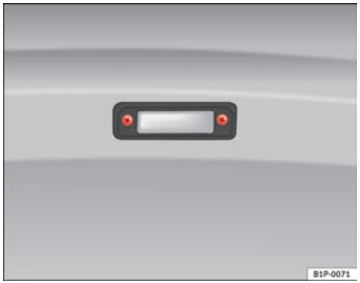

Abb. 210 Kennzeichenbeleuchtung
– Drehen Sie zum Abnehmen des Lampenglases die Schrauben heraus ⇒ Abb. 210.